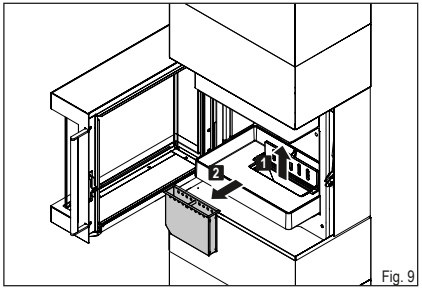

Fig. 9
- ► **Pull the ash drawer out of the opening by the handle (Fig. 9).**